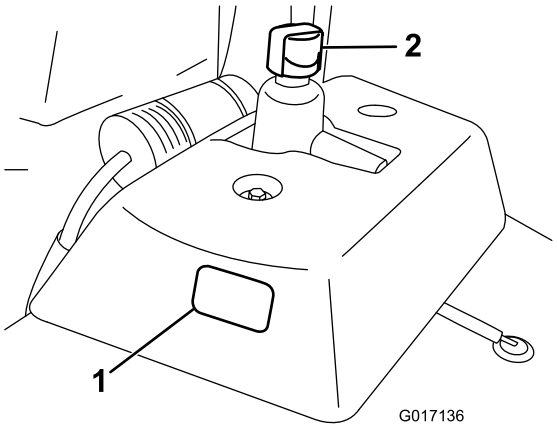

Figur 22
1. Ställ maskinen på en plan yta. Försäkra dig om att maskinen har svalnat så att oljan är kall. Kontrollera oljenivån med hjälp av inspektionsfönstret som sitter på sidan av reservoljetanken (Figur 22). Om oljenivån hamnar mellan de två markeringarna på inspektionsfönstret så finns det tillräckligt med olja.